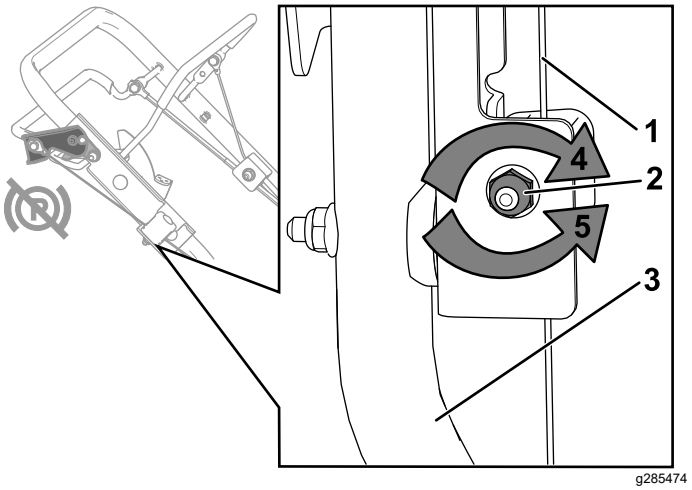

Figure 51
2. Tournez l'écrou de réglage dans le sens antihoraire pour desserrer le réglage du câble (Figure 51).
3. Ajustez la tension du câble (Figure 51) en tirant ou poussant la gaine, puis en la maintenant à cette position.